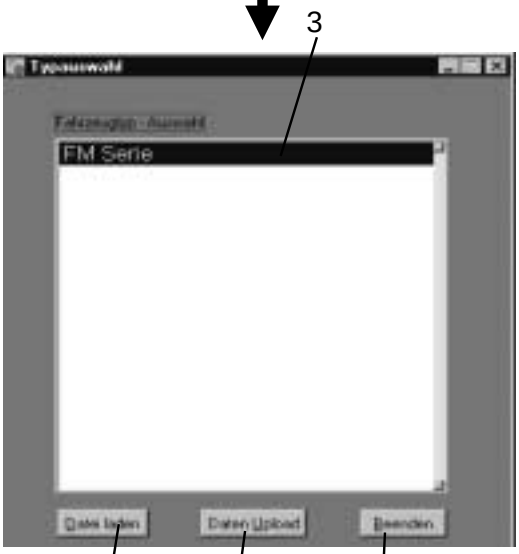

Fig. 3 1/0110
- Select "Inbetriebnahme Hydraulik" (2).
- In the type selection window (Fig. 3) there are 3 options for further procedure:
- Commissioning with the standard parameter set (3) if no vehicle-specific data has previously been created (initial commissioning).
- Commissioning with a vehicle-specific file using the Datei laden (4) button. For this purpose, the LAS data must first be stored in a vehicle file (see sheet no. V19 + 20).
- The Beenden button (6) can be used to abort the process.